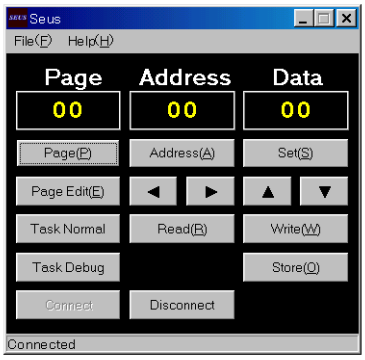

Fig. 6-2-1.
6) Click [Connect] on the SEUS screen. If the connection is normal, the SEUS screen will be as shown in Fig. 6-2-1, indicating the “connected” state.